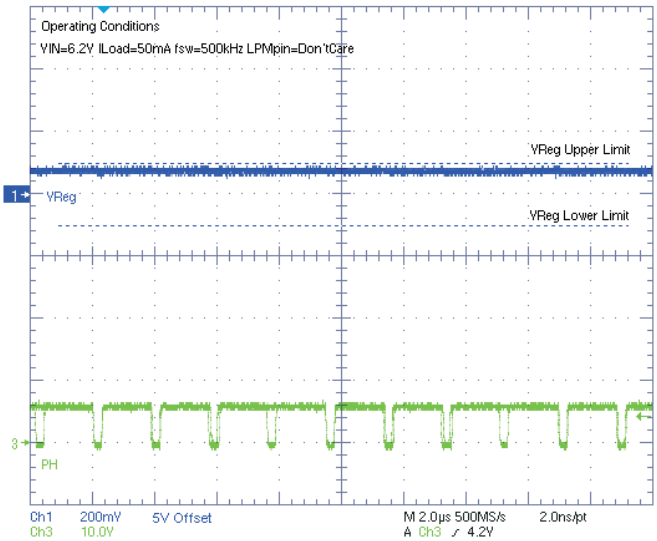
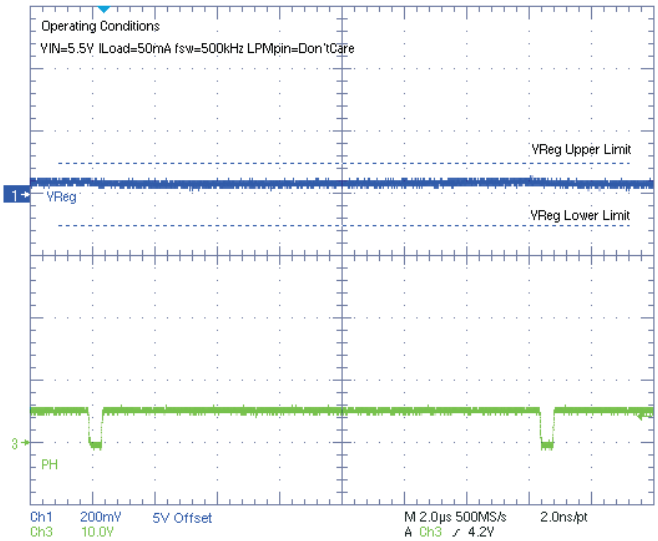

Figure 17. Active Mode CCM
Figure 18. PSM at Low VIN
- At low input voltages when V_{Reg} starts losing regulation and the OFF time (t_{OFF}) of the switching FET tends to be close to or slightly less than the minimum OFF time ($t_{OFF\text{-}Min}$). If OFF time is much smaller than $t_{OFF\text{-}Min}$, there is a risk that the part stops switching and regulation is lost until power is re-cycled with OFF time greater than $t_{OFF\text{-}Min}$. This mode of operation is shown in Figure 18. Comparing Figure 17 and Figure 18, pulse skipping occurs in Figure 18 but not in Figure 17 under similar output loading conditions.